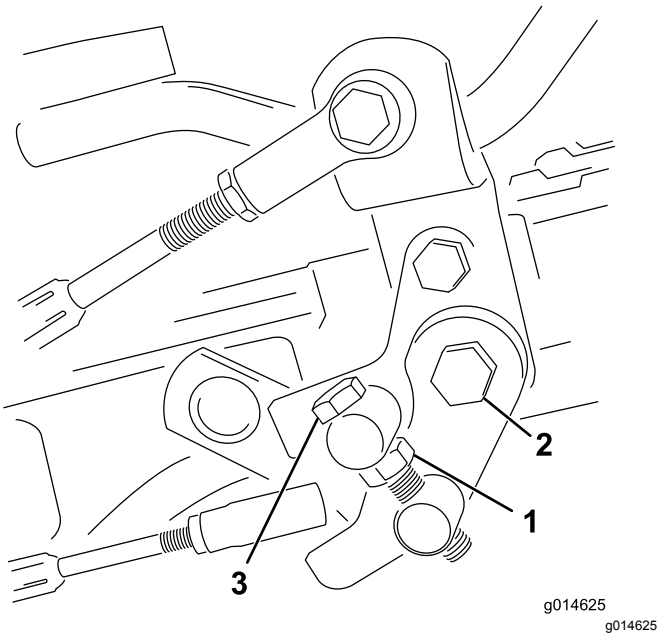

Figuur 46
1. Draai de contramoer op de draaitapbout los (Figuur 46).
4. Draai de contramoer op de draaitapbout en de moer op het scharnierpunt van het pedaal vast om de afstelling te vergrendelen (Figuur 46). Controleer de afstelling en stel nogmaals af indien dit nodig is.